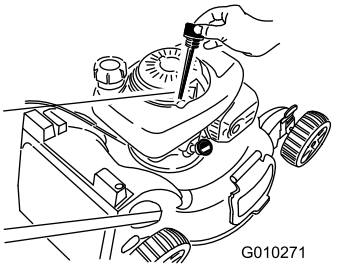

Figur 40
6. Ta ur oljestickan ur oljepåfyllningsröret (Figur 40).